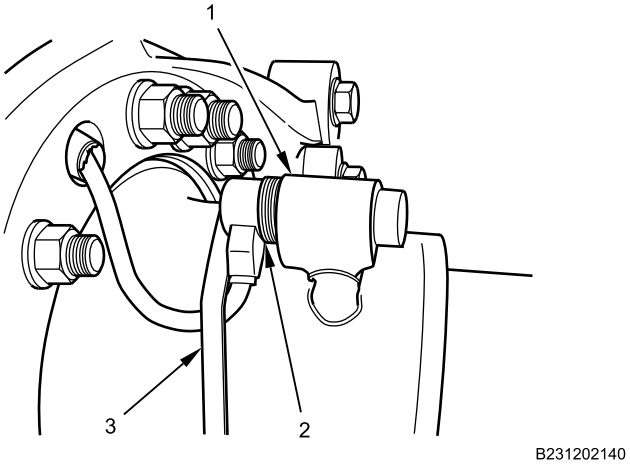

Figure 4. ABS Sensor.
1. Clean and dry ABS sensor housing block (Figure 4, Item 1).
2. Apply silicone grease on ABS sensor (Figure 4, Item 2), ABS new sensor clip, and in housing block (Figure 4, Item 1).
3. Install ABS sensor clip into housing block (Figure 4, Item 1), with retaining tabs toward inside of housing block.
4. Install ABS sensor (Figure 4, Item 2) flush against inside surface of housing block (Figure 4, Item 1).
5. Install new cable lock straps (Figure 4, Item 3).